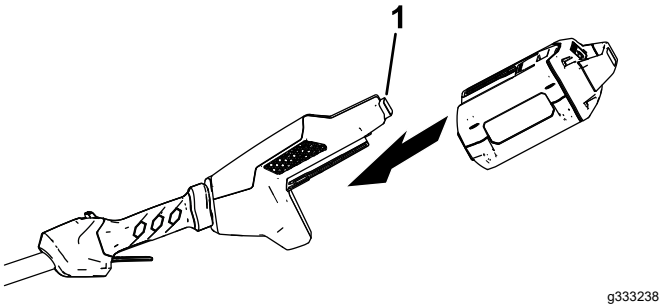

Figure 7
1. Alignez le creux de la batterie sur la languette du corps de la poignée (Figure 7).
2. Poussez la batterie dans le manche jusqu'à ce qu'elle s'enclenche dans le verrou (Figure 7).